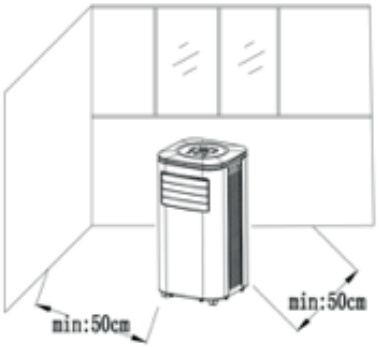

Fig. 2
1) Bewegen Sie das Gerät mit eingebauter Hitzeleitung und Armatur vor das Fenster. Der Abstand zwischen Gehäuse und Wänden sollte mindestens 50 cm betragen (wie in Fig.2 abgebildet).